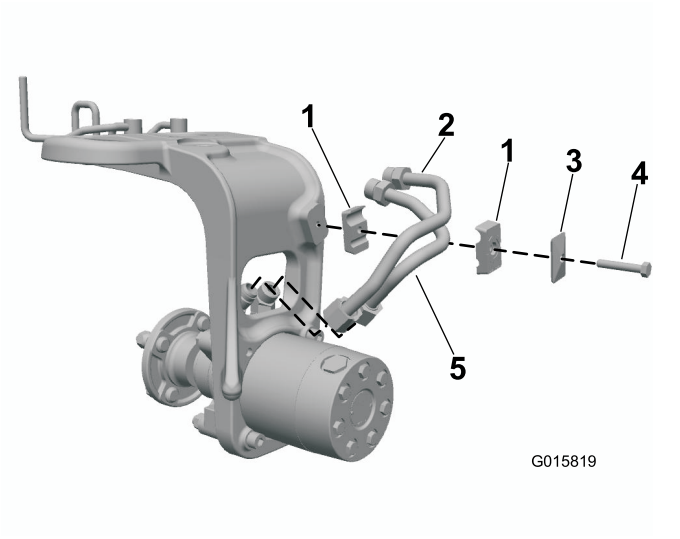

Figure 6
1. Loosely install the steel hydraulic lines to the wheel motor fittings (Figure 6).
2. Install the tube clamp to the castor fork. Adjust this assembly for proper fit with the hydraulic fittings and tube clamps (Figure 6).
3. Secure the tube clamps with a cover plate and bolt (5/16 x 1-3/4 inches) as shown in Figure 6.